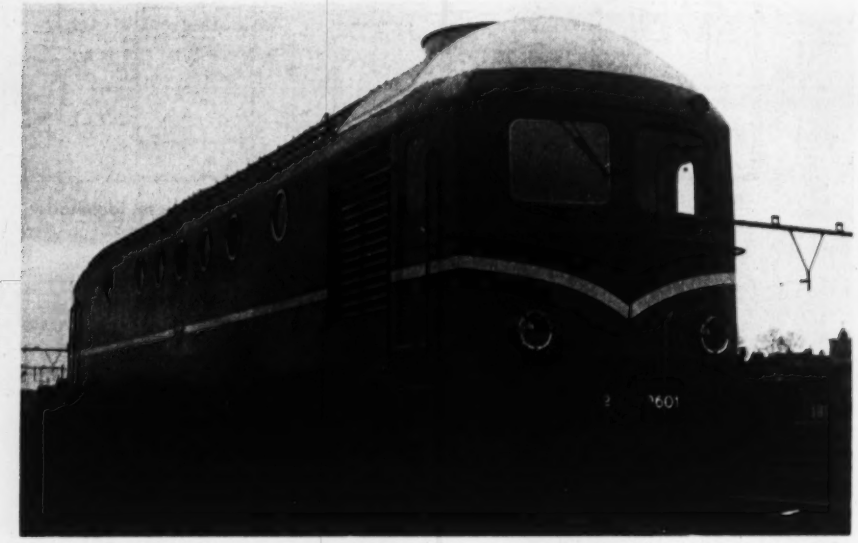

Fig. 17 1300-hp unit for Netherlands Railway
The diesel-electric shown in Fig. 17, and described under item 3 of Table 2, employs a 10-cylinder, two-cycle, supercharged engine running at the relatively conservative speed of 600 rpm. Despite the use of this relatively slow-speed engine and an A1A-A1A truck arrangement the total weight of locomotive amounts to but 108 tons, 72 of which is on driving wheels.